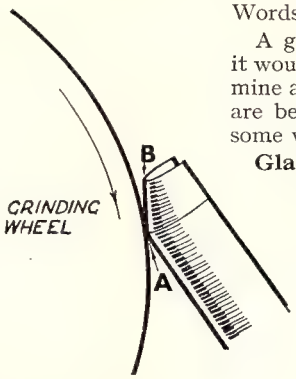

FIG. 6. GRINDING A GOUGE
Now a gouge ground to a point will not do this. To grind it I stand firmly with the handle against my side and rotate it on the wheel, my left hand just steadying it near the wheel. My right hand rotates it, and to start I let the wheel grind it at (A) in Fig. 6. In this way I don't jab the actual cutting edge (B) and so spoil it. In fact I might not even grind quite up to the cutting edge as this would cause a burr, which would need oilstoning to remove.